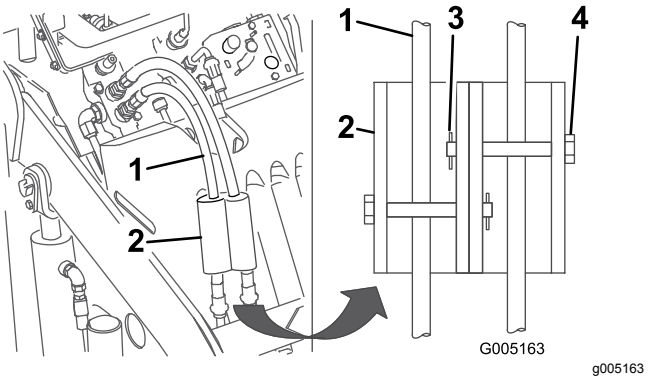

Rysunek 16
7. Zainstaluj blokady siłowników nad przewodami hydraulicznymi i zabezpiecz je za pomocą sworzni z łbem płaskim i otworem na zawleczkę oraz zawleczek (Rysunek 16).